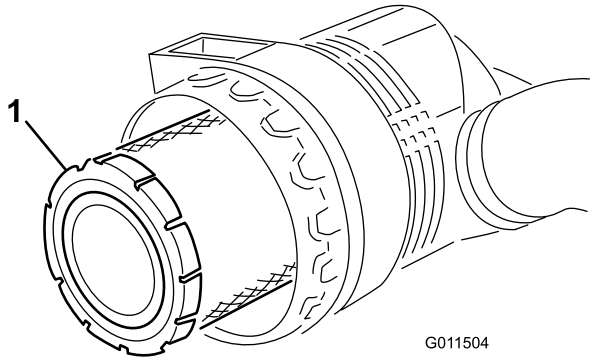

Figura 51
2. Antes de retirar el filtro (Figura 51), utilice aire a baja presión (276 kPa [40 psi], limpio y seco) para ayudar a retirar cualquier gran acumulación de residuos aprisionada entre el exterior del filtro primario y el cartucho. Evite utilizar aire a alta presión, que podría empujar la suciedad a través del filtro a la zona de admisión. Este proceso de limpieza evita que los residuos migren a la entrada de aire al retirar el filtro primario.